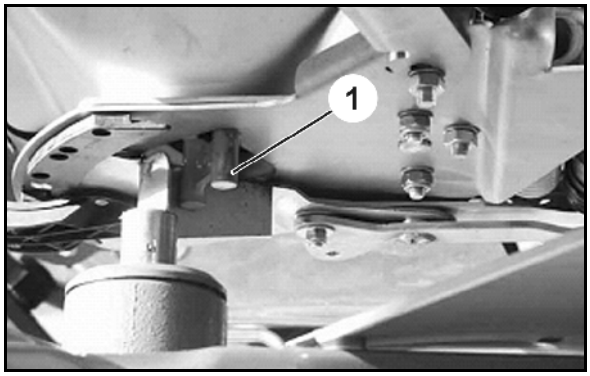

Fig. 62
6. Insert the setting gauge (Fig. 62/1) (Option, order no.: 915018) slightly into the opening.